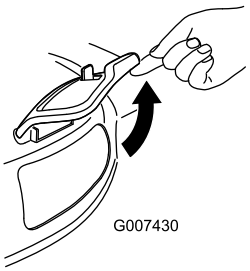

Figur 32
2. Løft opp sideutslippsluken (Figur 32).